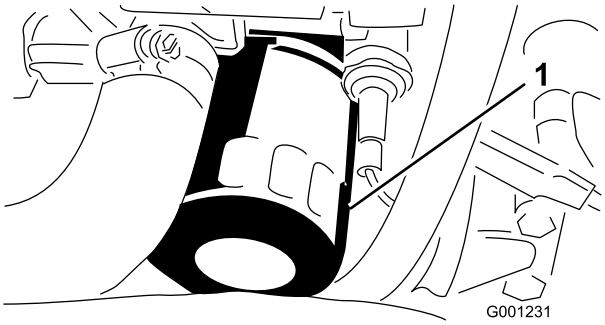

Figur 53
6. Afmonter og udskift oliefilteret (Figur 53).